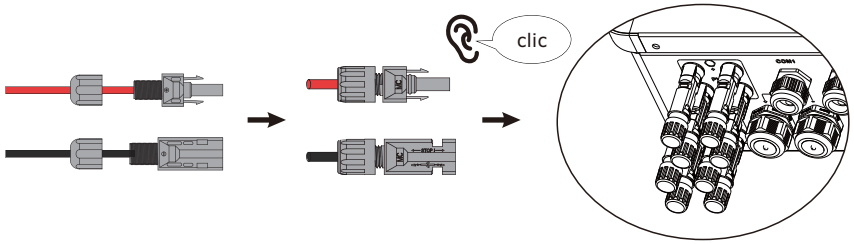

Figura 4.1-4 El conector FV está conectado al inversor
Paso 4. Enrosque la tuerca y enchúfela en el lado del inversor. Se oirá un "clic" si los conectores están insertados correctamente en los enchufes FV, como se muestra en la Figura 4.1-4.